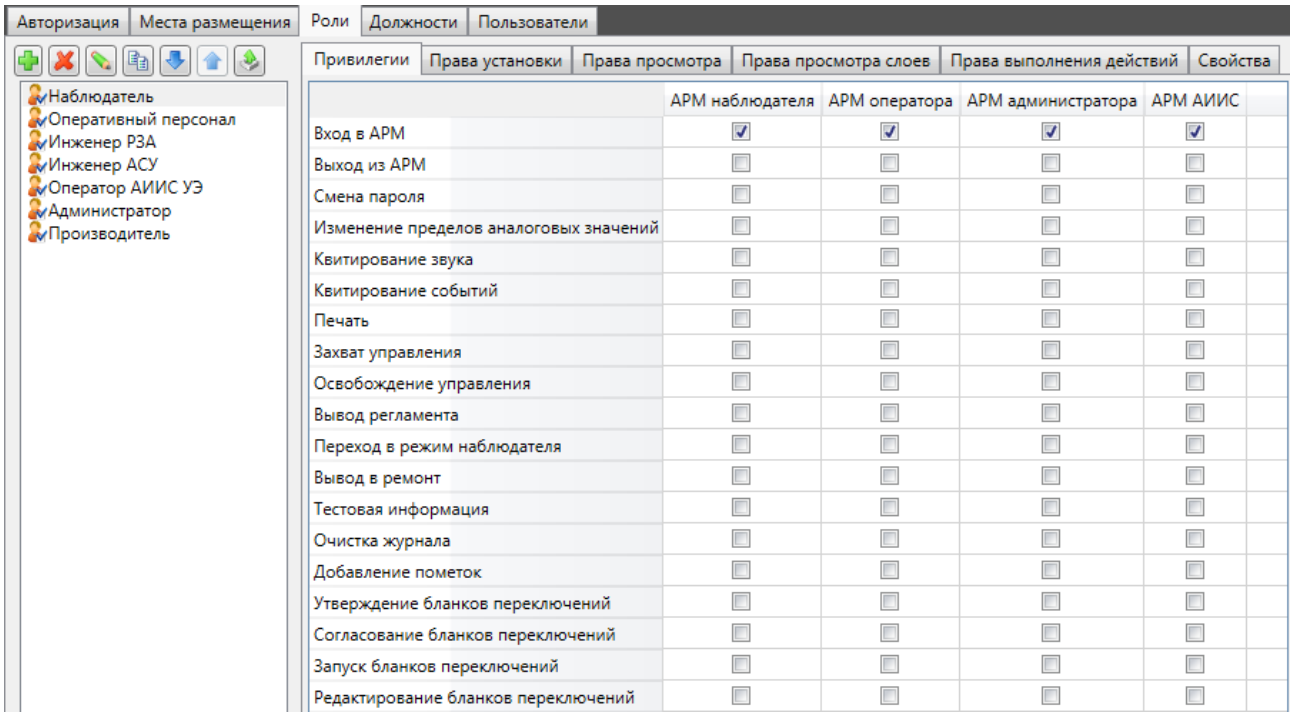

Рисунок 116 – Раздел «Роли» узла «Пользователи» EKRASCADA АРМ
Раздел «Роли» (рисунок 116) содержит настройки ролей пользователей EKRASCADA и прав ролей пользователей.
3.8.1.3.1 В подразделе «Привилегии» (рисунок 116) настраивается перечень действий, доступных для роли пользователя, с учётом размещения АРМ (3.8.1.2). Перечень и описание привилегий ролей приведены в таблице 43.